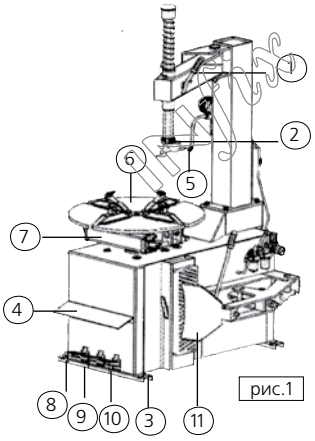
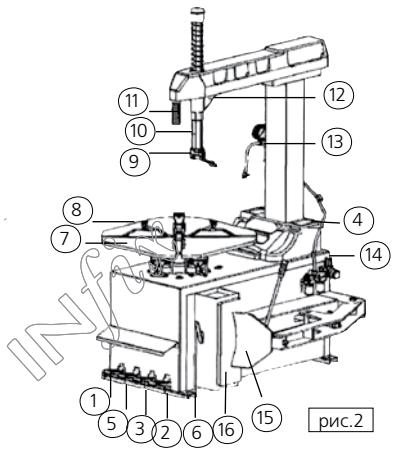

рис.1
рис.2
Устройство полуавтоматического станка с двойной блокировкой (рис. 1.)
Устройство автоматического станка (рис. 2.)
1. Поместите шину между лопаткой устройства отрыва борта и резиновым упором, вставьте лопатку между бортом покрышки и диском, нажмите на педаль (10) (на рис.1 – 10, на рис.2 – 3), чтобы оторвать борт от диска колеса **(Рис.10).**
4. Подцепите борт шины на монтажную головку с помощью монтажной лопатки и нажмите педаль 8 (на рис.1 – 8, на рис.2 – 2), чтобы привести стол во вращение по часовой стрелке. Дождитесь полного отделения борта **(рис.12)**. Рекомендуется помещать монтажную головку примерно в 10 мм справа от воздушного клапана камеры (если таковая имеется), чтобы не повредить камеру.
- **Если головка застряла, сразу остановите станок и поднимите педаль 8 (на рис.1 – 8, на рис.2 – 2), чтобы повернуть стол против часовой стрелки и освободить головку.**